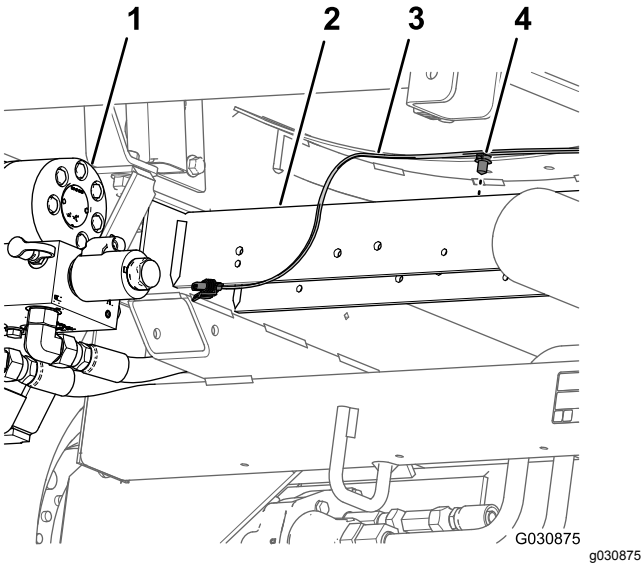

Figur 59
6. Fjern skyvefestet som fester den bakre ledningssatsen (Figur 59) til hullene i det